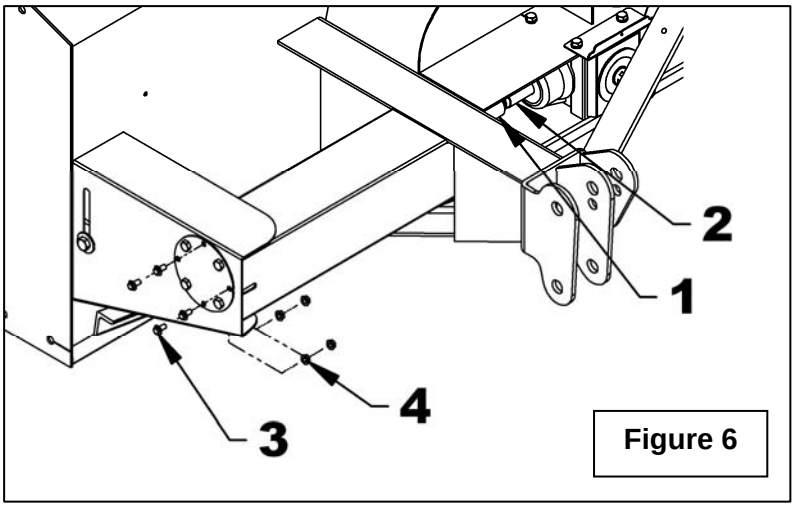

Figure 6
7. **Figure 6:** Installer la plaque pré-assemblée (item 1) en alignant sur l'arbre rainuré de la boîte d'engrenage et fixer en place avec les quatre boulons à bride rainuré 3/8" NC x 3/4" lg. et écrous à bride rainuré. Serrer à 20 li-pi (27N-M).